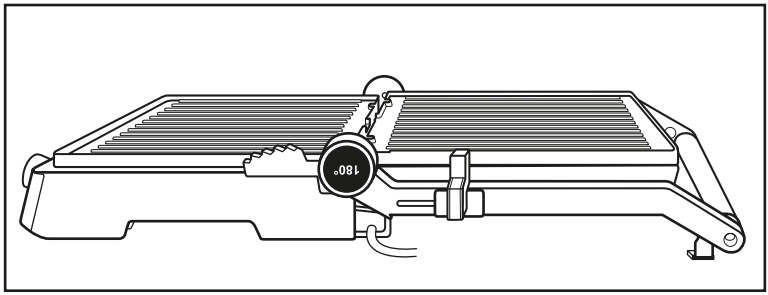

Fig. 2
3) Las placas de calentamiento ❿ están la una junto a la otra y pueden utilizarse como grill de mesa (fig. 2).